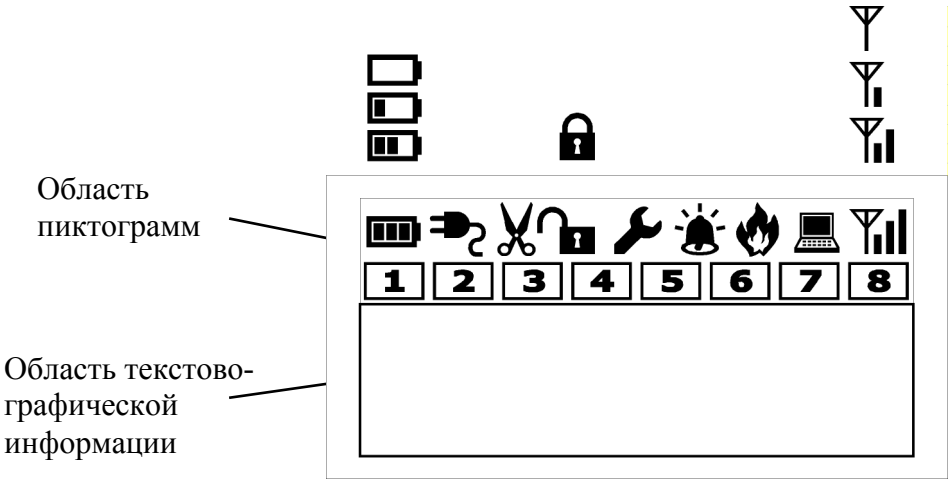

Рисунок 1
2.8.1.3 Пульты имеют жидкокристаллический экран, содержащий две области: область, отображающую текстово-графическую информацию, и область пиктограмм (рисунок 1).